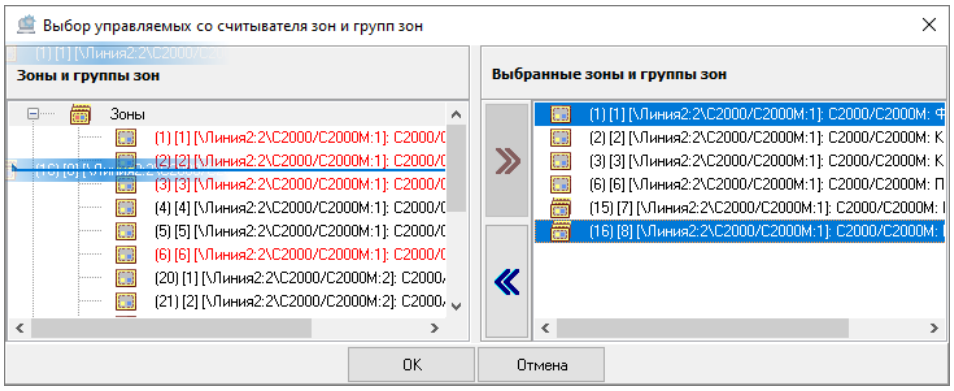

Рисунок 6-410 Отмена привязки к считывателю зон и групп зон перетаскиванием
– выделите одну или несколько зон/групп зон в поле «Выбранные зоны и группы зон» (для выделения сразу нескольких зон/групп зон нажмите на клавиатуре и удерживайте клавишу <Shift> для выбора диапазона или клавишу <Ctrl> для комбинированного выбора) и перетащите выделенные зоны/группы зон в поле «Свободные элементы» (см. Рисунок 6-410).